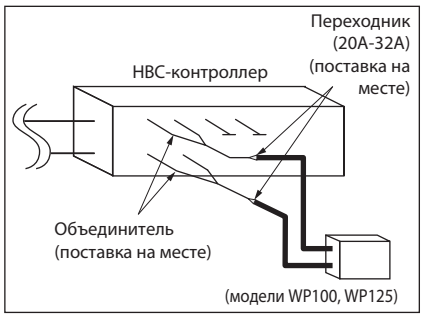

Рис. 6-2-1A
• При подсоединении внутренних блоков WP100 или 125 к HBC-контрралеру, подсоедините каждый блок к двум комплектам двух портов HBC-контроллера, используя два объединителя (Y-соединение). (См. Рис. 6-2-1A)
• Подсоедините переходник (20A-32A) к объединенной стороне каждого объединителя (См. Рис. 6-2-1A)